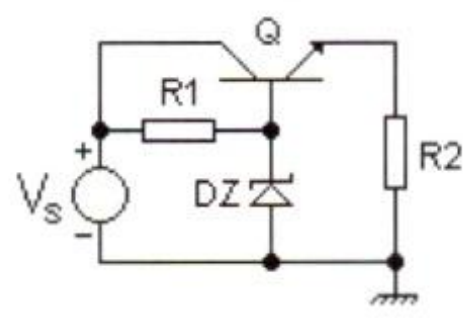

Fig. 1
I regolatori di tensione del genere sono realizzati in innumerevoli versioni, che si differenziano sia per la corrente che sono in grado di sopportare, sia, più recentemente, per la caduta di tensione tra ingresso ed uscita: il cosiddettio drop-out; i più apprezzati sono i regolatori LDO (Low Drop-Out), regolatori a bassa caduta, che permettono di ottenere, ad esempio, i 5 volt partendo da una tensione d'ingresso di soli 6-6,5 volt. La tipica configurazione di un regolatore serie è quella mostrata nella **Fig. 1**, che riporta un canonico regolatore positivo (cioè per alimentazioni positive rispetto a massa) con transistor NPN (Q) configurato a collettore comune, polarizzato in base alla tensione stabilizzata da un diodo Zener e che alimenta il carico (R2, nello schema) tramite l'emettitore.
I regolatori integrati moderni sono molto più complessi dello schema di **Fig. 1** e contengono elementi in grado di migliorare la stabilità della tensione in uscita grazie a meccanismi di retroazione ed altro; il principio però rimane identico, ed altrettanto è per il principale difetto di questa tipologia: tutta la corrente richiesta in uscita scorre attraverso il transistor, ai capi del quale deve cadere la differenza tra la tensione presente all'ingresso e quella in uscita.